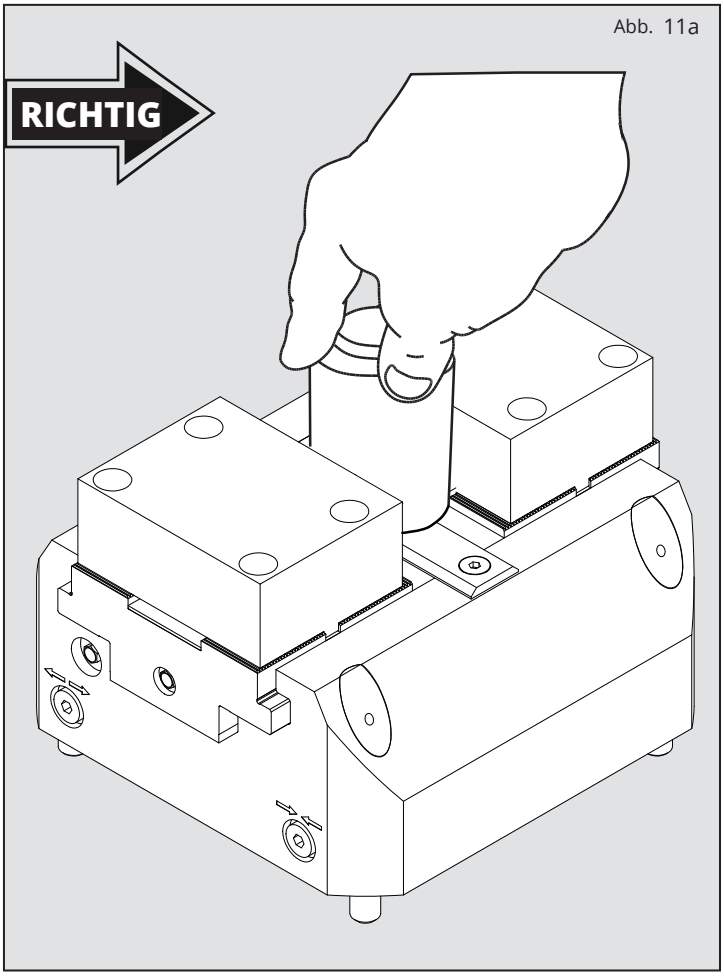

Abb. 11a
3.4.1 Das Werkstück bleibt in der korrekten Position (Abb.11a): (Typisch bei Vertikalmaschinen)